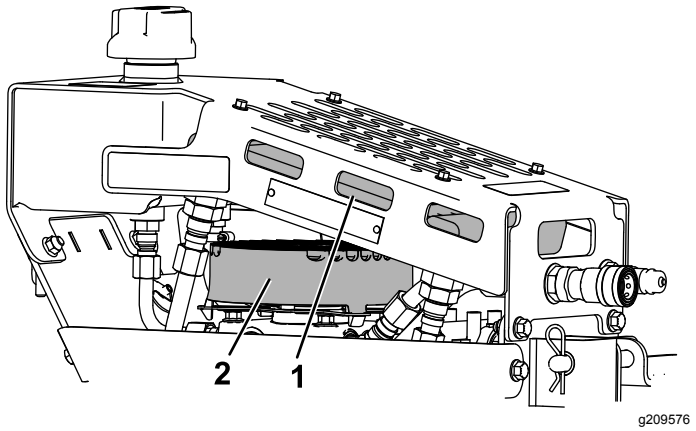

Figura 13
3. Retire toda acumulación de suciedad del enfriador hidráulico y de la cubierta del ventilador de la bomba (Figura 13).